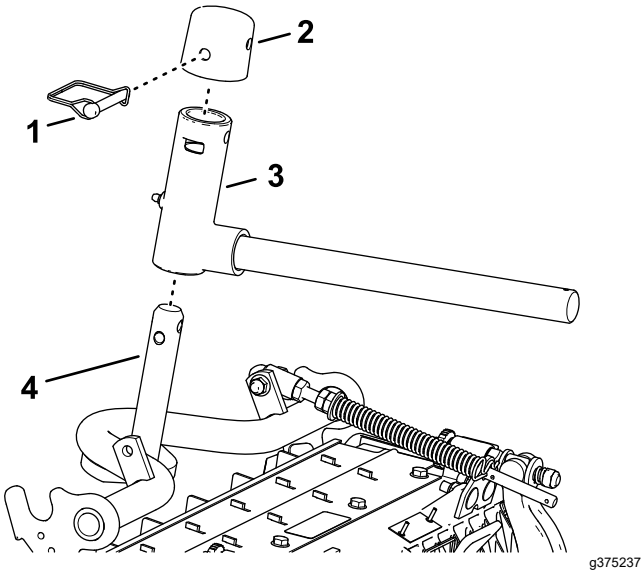

Figur 28
2. Montér løftearmens drejegaffel på bærerammens aksel (Figur 28).